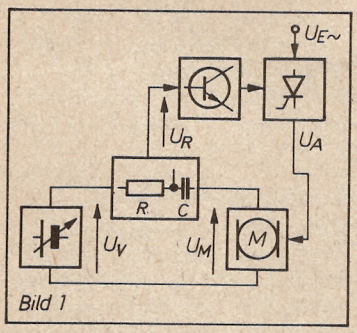

Bild 1
Das Fahrzeug in **Bild 1** wurde von Matthias Karl (17) aus Blankenburg (Harz) entworfen. Gut gelöst ist dabei der Freilauf durch eine Aussparung im die Hinterachse antreibenden großen Zahnrad.
Das Funktionsprinzip der Schaltung soll mit Hilfe des Übersichtsschaltplanes **(Bild 1)** erläutert werden. Eine einstellbare Vergleichsspannung ($U_V = 0\,V \ldots 18\,V$) wird mit dem Istspannungswert ($U_M \approx \ldots 10\,V$) verglichen. Die Spannung U_M ist die durch Gegeninduktion erzeugte Ankerspannung des Motors. Sie entsteht beim Nulldurchgang der